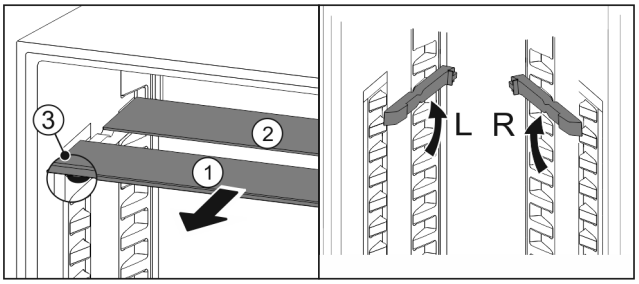

*Fig. 173*
▶ Extrageți *Fig. 173 (1)* pe rând plăcile de sticlă spre înainte.
▷ Placa de sticlă *Fig. 173 (1)* cu șipca decorativă se află în față.
▷ Opritoarele *Fig. 173 (3)* indică în jos.